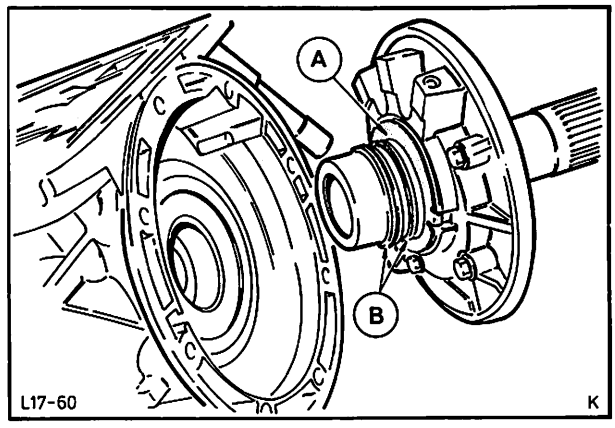

Abb. 91 Ölpumpe mit Anlaufscheibe Nr. 1 vorsichtig in das Getriebegehäuse einsetzen
44. Getriebe so schwenken, daß die Abtriebswelle etwas schräg nach unten zeigt. Anschließend Ölpumpengehäuse sowie Anlaufscheibe Nr. 1 (mit Öl angeklebt) in den vorderen Triebsatz vorsichtig einsetzen. Abb. 91.